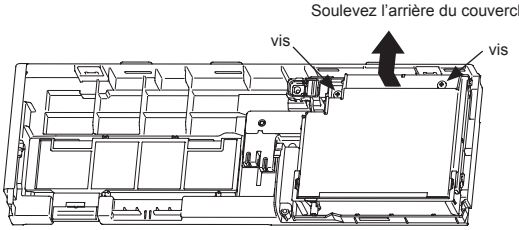

Fig. 9
7) Retirez la vis pour déposer le COUVERCLE ÉLECTRIQUE. (Fig. 9)